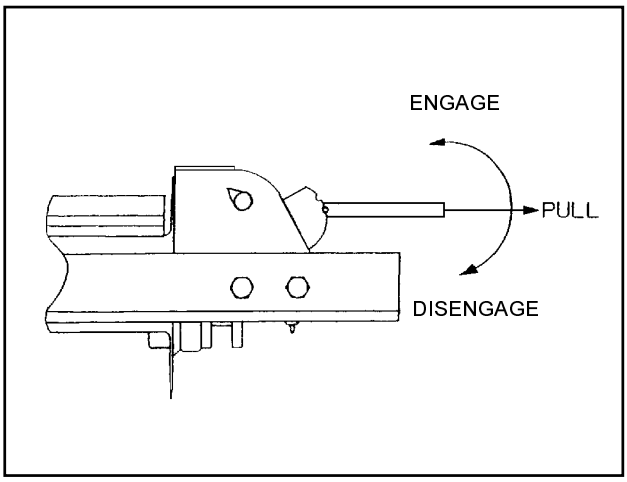

Figure 3-6 12,000# Winch Clutch
3-13.2 The **WINCH CLUTCH HANDLE (See Figure 3-6 and 3-7)** is located on the right or curb-side end of the winch assembly. The function of the **WINCH CLUTCH HANDLE** is to engage or disengage the winch, allowing it to respond to the **WINCH HYDRAULIC LEVER**. For trailers equipped with optional **PNEUMATIC WINCH CONTROL** (15,000 lb. and 20,000 lb. winches only), the control is a switch on the control panel **(See Figure 3-4)**. If the semitrailer also has the optional **WINCH AIR TENSION**, it also is controlled by the same switch on the control panel. For the 15,000 lb. and 20,000 lb. winch, this switch controls both the clutch and the winch air tensioner simultaneously. For the 12,000 lb. winch, this switch controls only the air tensioner.
a. The **12,000 lb. WINCH CLUTCH HANDLE** has two positions: **(See Figure 3-6)**